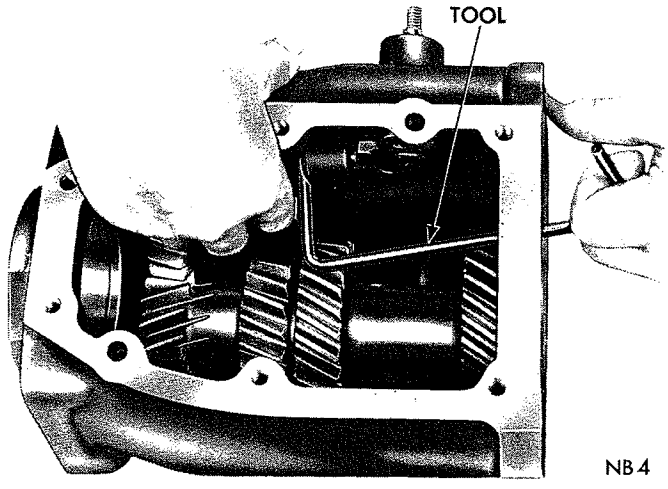

***Fig. 25—Installing Detent Balls***
(1) Place new shift lever shaft seals centered in their bores in the case. Using Tool C-3766, drive both seals into the case, until tool bottoms.
(2) Install seal protector, Tool C-3767 on end of low and reverse lever shaft, then slide shaft into rear boss of the case and through the seal. Lock in position with tapered pin. Turn lever until center detent is in line with the interlock bore.
(3) Slide interlock sleeve in its bore in the case followed by one of the interlock balls. Install interlock spring and pin.
(4) Place remaining interlock ball on top of interlock spring, using Tool C-3765 (Fig. 25). (A good method of installing second ball is to stick ball in the tool recess by means of lubricant, then use tool to position ball on the detent spring.)
(5) Install seal protector Tool C-3767, on second and high lever shaft, depress interlock ball, using Tool C-3765 and at same time install the second and high lever, with center detent (neutral) aligned with detent ball. Remove the tool. Secure lever shaft with the remaining tapered pin.
(6) Install operating levers, install and tighten retaining nuts securely.
(7) Place low and reverse fork in the lever shaft, with offset toward rear of transmission.